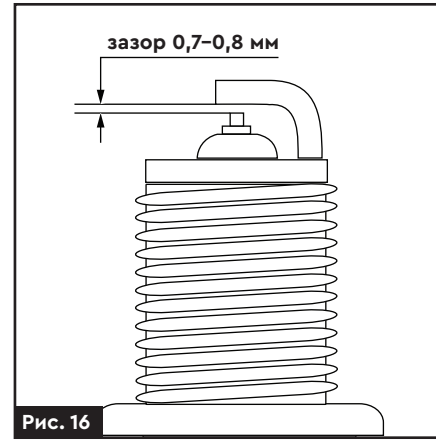

Рис. 16
6. Виміряйте зазор між електродами свічки запалювання, який має дорівнювати 0,7–0,8 мм **(рис. 16)**.